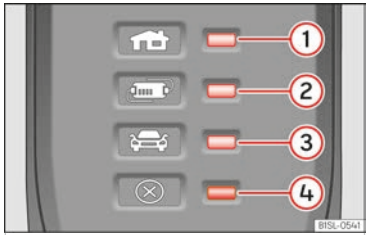

Fig. 67 En el cable de carga para tomas de corriente: Testigos de control en el dispositivo de protección.
››› fig. 67:
El dispositivo electrónico de protección ››› fig. 67 hace que el conector de carga permanezca sin corriente hasta que se enchufa en la toma de carga del vehículo.
Uno o varios testigos de control ››› fig. 67 ①, ② o ③ se iluminan en verde.
Indicación ››› fig. 67	Significado
①, ④ parpadean	El conector para la vivienda se ha calentado mucho.
②, ④ parpadean	El dispositivo de protección se ha calentado mucho.
Si el proceso de carga continúa con una corriente inferior, además del indicador de funcionamiento, parpadea el testigo de advertencia ››› fig. 67 ④ en rojo.
- Si vuelve a producirse una desconexión o reducción de la corriente de carga y la causa no parece ser la exposición a una fuente de calor externa, fíjese en qué testigo de control verde parpadea ››› fig. 67. Para la comprobación del cable de carga, acuda a un concesionario SEAT. Para la comprobación de la conexión de la infraestructura, acuda a un establecimiento especializado en instalaciones eléctricas.
Si el testigo de advertencia ④ rojo parpadea o se enciende sin que se encienda a su vez de forma permanente un testigo de control ››› fig. 67 ①, ② o ③ el indicador de funcionamiento, hay una avería.